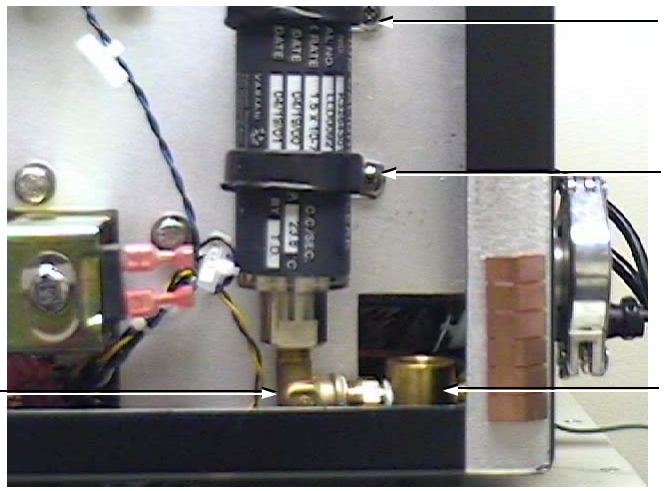

Figure 4-9 979 Side View: End Cap, Valve Stem, and Coil and Plunger Assembly Removed
1. Remove the 2 large Phillips screws that hold the calibrated leak straps (Figure 4-9).